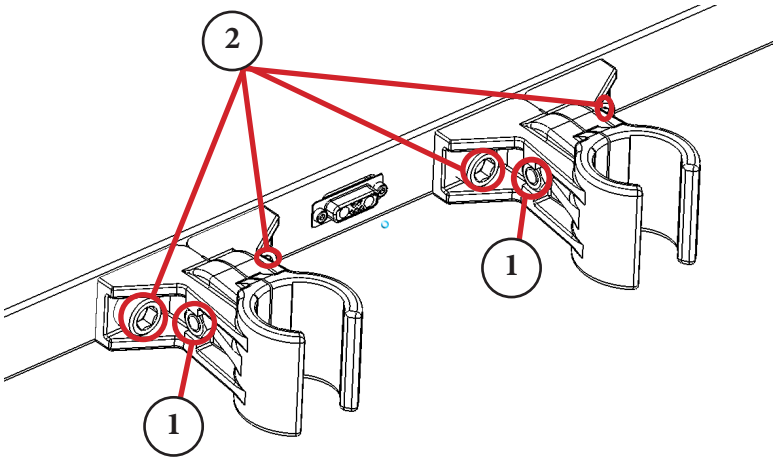

Figure 8.3 - Screw and Nut Locations
7. Fully tighten the clamp screws (Figure 8.3, Item 1).